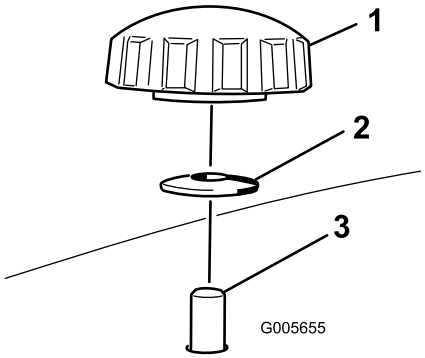
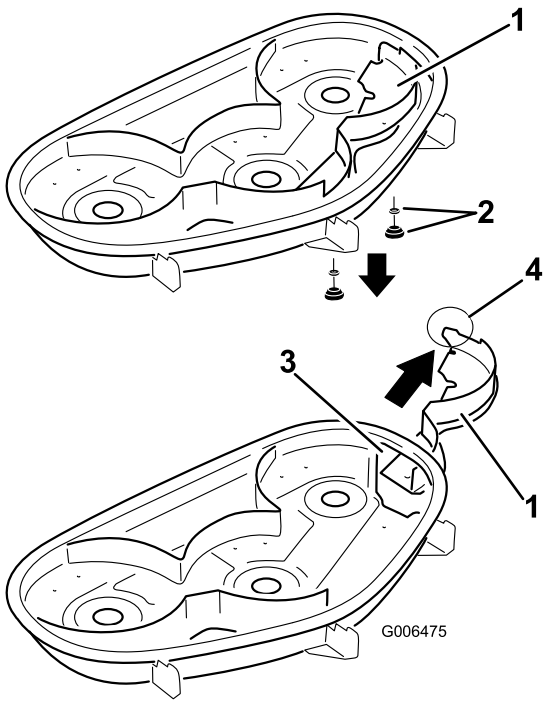

Figuur 31
Figuur 32
4. Verwijder de 2 knoppen en de klemringen waarmee de rechterplaat is bevestigd aan het maaidek zoals wordt getoond in Figuur 31.
5. Verwijder vervolgens de rechterplaat en laat de grasgeleider over de uitwerpopening zakken zoals wordt getoond in Figuur 32 en Figuur 31.
5. Schuif de rechterplaat onder het maaidek en bevestig het met 2 knoppen en klemringen (holle kant gericht naar het maaidek) zoals wordt getoond in Figuur 31 en Figuur 32.